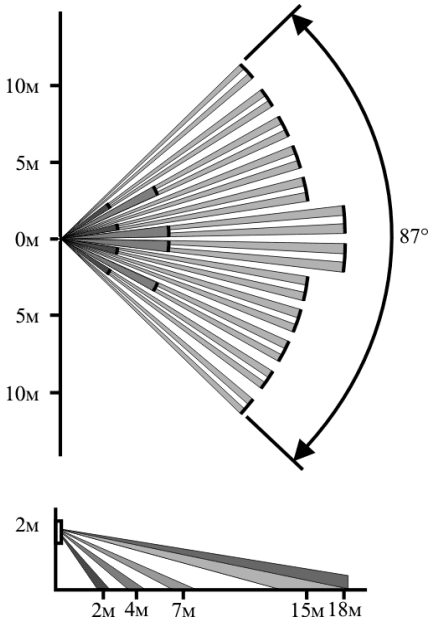

**Рис.3** Диаграмма зоны обнаружения при установке извещателя на высоту 2 м и наклоне основания извещателя вниз (в вертикальной плоскости) на угол 12°
- Широкоугольная линза, позволяющая создать зону обнаружения максимальной площади (см. рис.3).